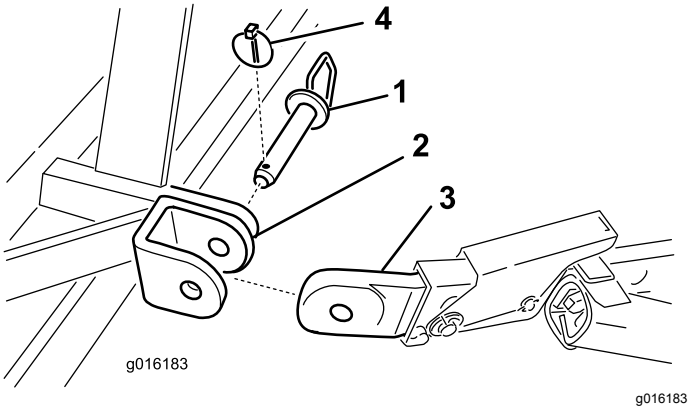

Rysunek 4
5. Zamocuj dolne ramiona łączące do wsporników aeratora za pomocą sworzni zaczepowych i zawleczek (Rysunek 4).